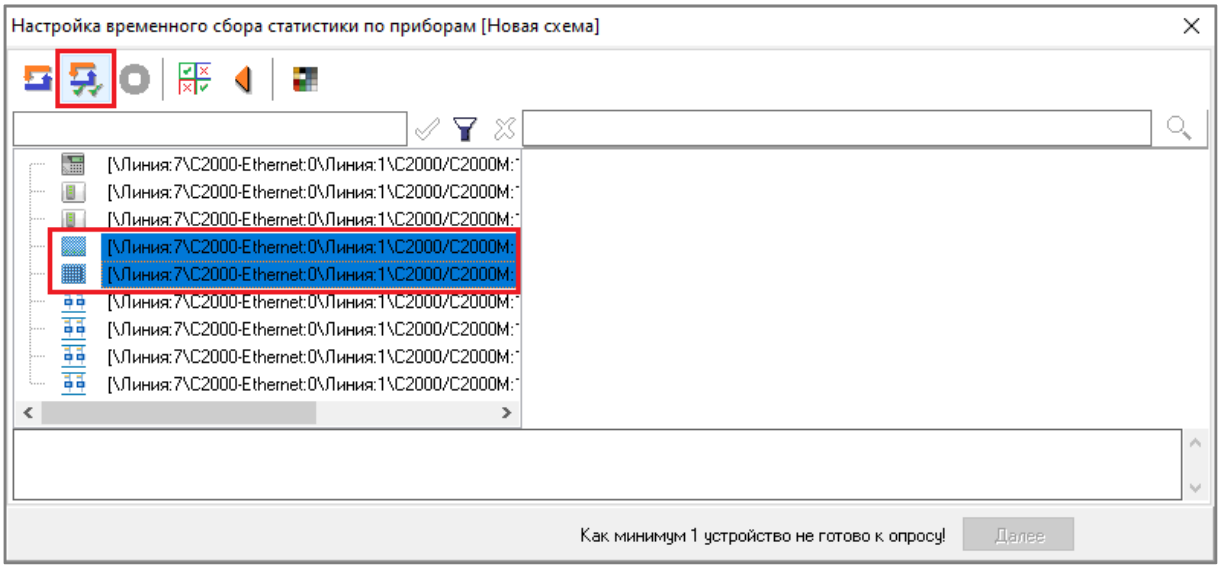

Рисунок 12-152 Запуск процесса инициализации выбранных объектов списка инициализируемых объектов
- чтобы запустить процесс инициализации избранных объектов, выделите в списке инициализируемых объектов (см. п. 12.6.7.3.2.1) те объекты, для которых необходимо запустить процесс инициализации, и нажмите кнопку «Инициализировать выделенные элементы» (см. Рисунок 12-152).